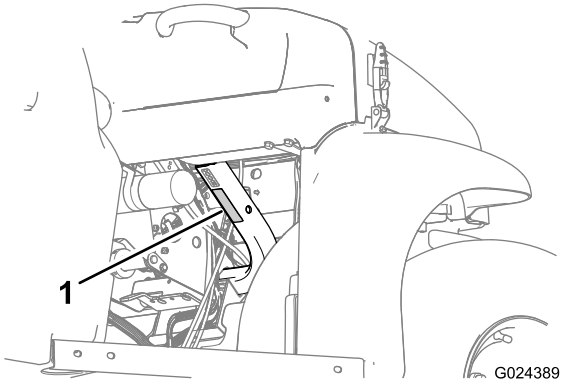

Rysunek 19
- Przestrzegaj ładowności pojazdu i nie przekraczaj masy ładunku przewożonego na skrzyni ładunkowej powyżej wartości podanej w rozdziale Specyfikacje (Strona 18) oraz na tabliczce z dopuszczalną masą całkowitą pojazdu (Rysunek 19).